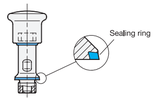

Fig. 1
- Defekte Dichtringe müssen ausgetauscht werden (Abb. 1). Verwenden Sie nur die speziellen Dichtringe in entsprechender Größe (GN 7600).
The correct installation position must therefore be observed (Fig. 1).
- The installation position as seen in Fig. 1 guarantees that liquids will run off on their own.